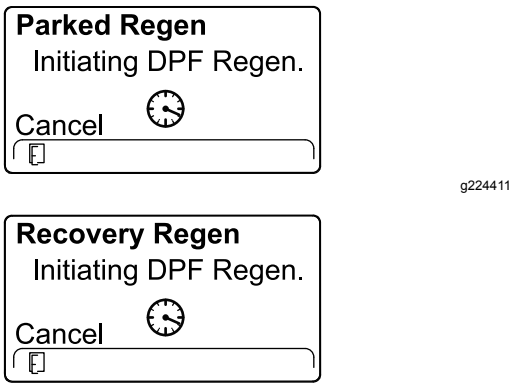

Figuur 58
5. Het InfoCenter toont de boodschap INITIATING DPF REGEN (Figuur 58).